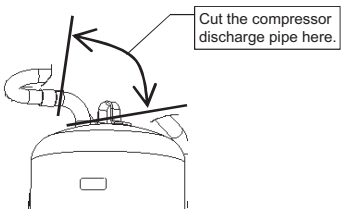

Figure 7
(7) Remove the compressor discharge pipe by cutting the pipe where indicated in Figure 7 or by removing the braze.